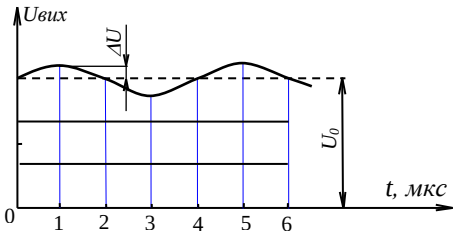

Рис.1.
24. Чому дорівнює коефіцієнт пульсацій $K_П$ випрямляча , графік вихідної напруги якого наведено на рис. 1, якщо середня напруга U_0 = 20 В; ΔU=2 В; f=400 Гц